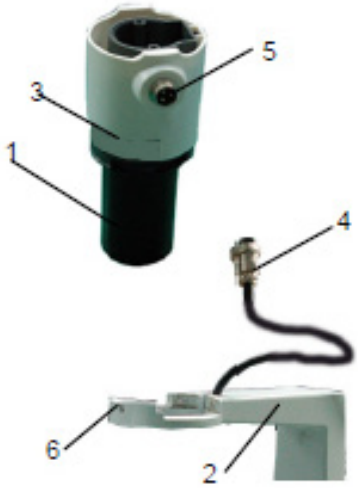

Figure 3
2-2-1 Installing the condenser illumination unit (fig. 3)
1 Insert the condenser illumination unit (3) into the bracket, according to figure 3.